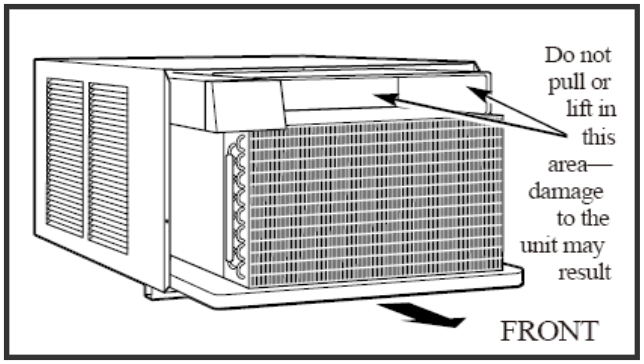

FIG. 8
7. Hold the cabinet while pulling on the base handle to carefully remove the unit. Do not pull or lift near the top of the unit (FIG 8).
6. Extend right-hand curtain outward to insert the #10 x 1/4" pan-head Phillips screw, screw curtain into middle hole of the cabinet. Repeat for left side. FIG 8